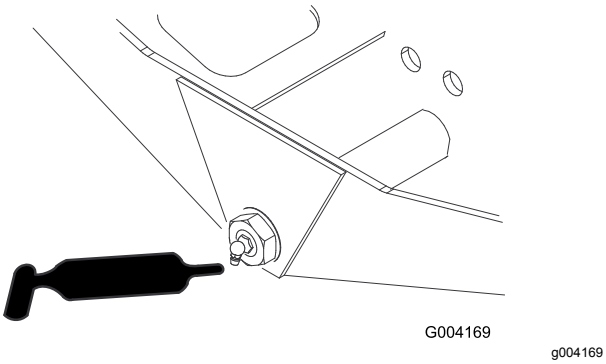

**Figur 49**
- Akselstyringsdreietapp (1) (Figur 49)